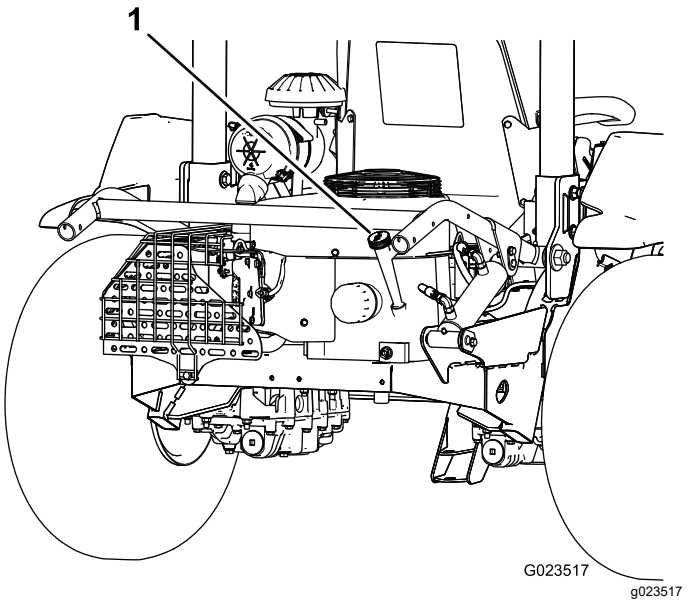

Rysunek 14
2. Wyjmij wskaźnik poziomu (Rysunek 14) i przetrzyj go czystą szmatką (Rysunek 15).